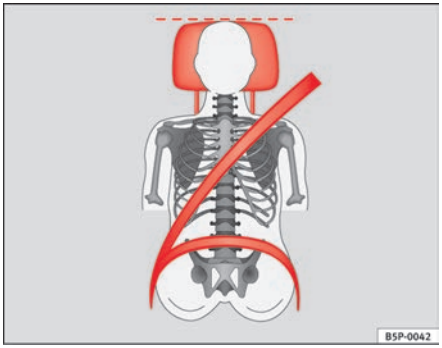

Fig. 13 Correct belt web and head restraint positions, viewed from front
- **The shoulder part of the seat belt must lie on the centre of the shoulder, never across the neck. The seat belt must lie flat and snugly on the torso ⇒ page 24, fig. 13.**